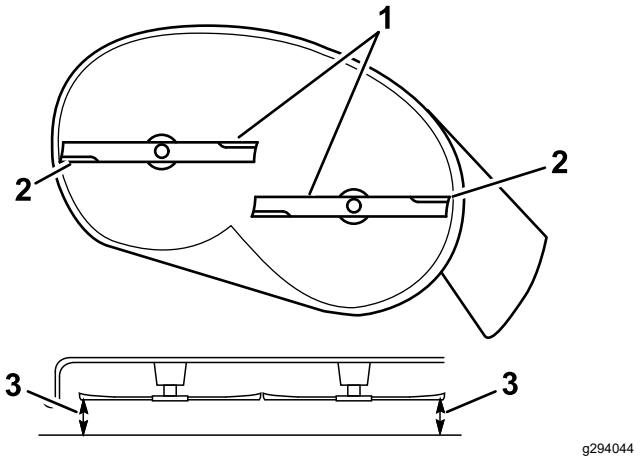
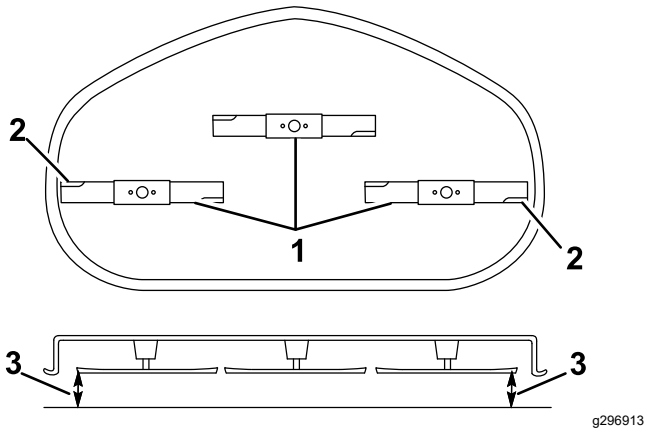

**Figure 64**
**Figure 65**
5. Measure between the outside cutting edges and the flat surface (Figure 64 and Figure 65).